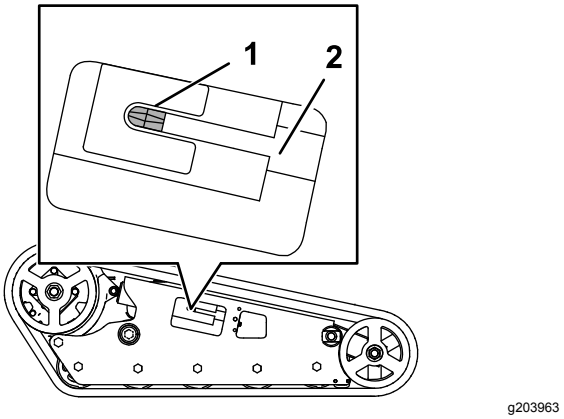

Rysunek 61
12. Używając klucza grzechotkowego z zabierakiem 1/2 cala obracaj śrubę napinającą w lewo, aż śruba napinająca zostanie odkręcona do końca (Rysunek 61).
21. Upewnij się, że śruba napinająca została odkręcona do końca (Rysunek 61).